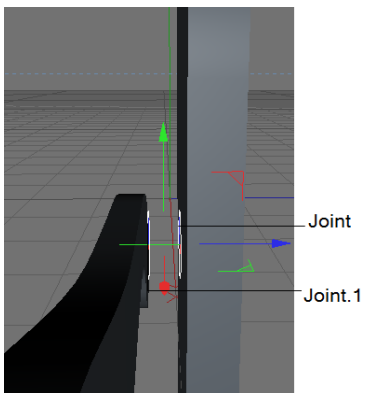

Figure 2-22 *The position of Joint and Joint.1 displayed in the Perspective viewport*
11. Make sure that *Joint.1* is selected in the Object Manager. In the Attribute Manager, make sure that the **Coordinates** area is displayed and enter **-24.05** in the **P . Z** spinner. Figure 2-22 shows the position of *Joint* and *Joint.1* in the Perspective viewport.